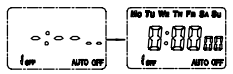

Figure 10
6.2.3.2 1ON (first switch-on) time setting: press "◁", "△" and "▽" respectively to set 1ON time and date mode, after setting, press "MD" to enter 1OFF (first switch-off) time and date mode setting, see Figure 10.